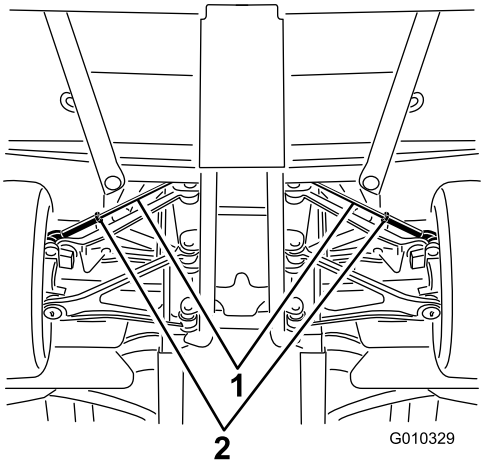

**Figur 57**
A. Løsne låsemutteren midt på parallellstaget (Figur 57).